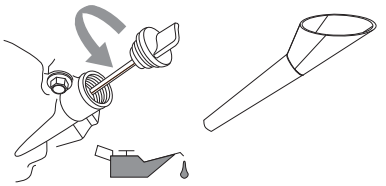

Figura 4-3. Apertura de llenado de aceite con embudo
7. Coloque el embudo en la apertura de llenado de aceite. Consulte la *Figura 4-3*. Añada el aceite de motor recomendado según sea necesario.